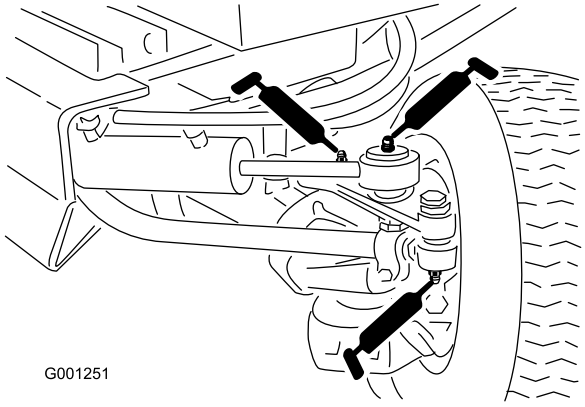

**Figuur 45**
- Trekstangeinden (2) (Figuur 45)
- Cilinderstangeinden (2) (Figuur 45)
- Draaipunten van besturing (2) (Figuur 45)
- Draaipen van as (Figuur 45)